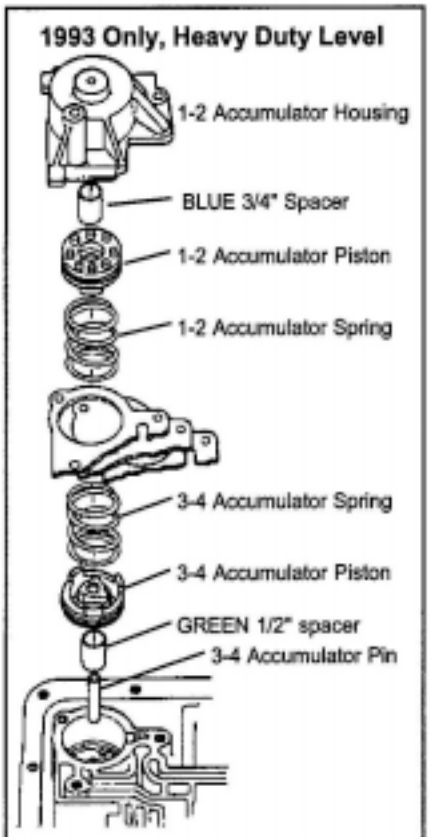

Figure 7. 1993 Accumulators Heavy Duty Level Modifications
STEP 12. Heavy Duty Level Only; (See Figures 7 or 9) Place the 3-4 Accumulator Pin in the case. Over the pin place the Spacer, 3-4 Accumulator Piston and Stock Spring (spring is installed at step 14). Remove the spring and piston from the 1-2 Accumulator Housing. Over the pin Install the spacer, piston (notice orientation) and spring. Use petroleum jelly to hold components in place. Proceed to step 14.